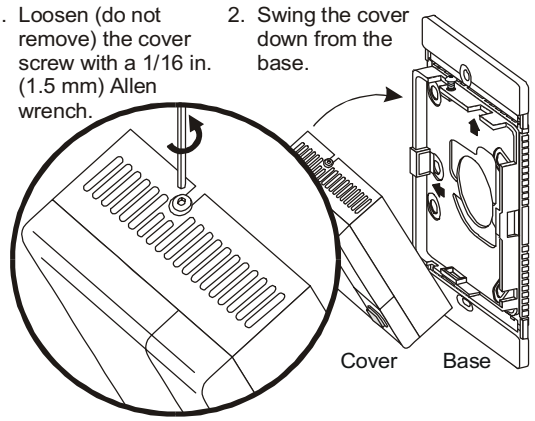

Figure 2: Removing the Cover from the Base
The HC-67x3 controller is shipped with one mounting base for both surface and wallbox mounting. To mount the HC-67x3, release the cover from the base as described in Figure 2.
Note: Once installed, the unit cannot be removed from the wall unless the cover screw is loosened as described in Figure 2.
9. Once installed, the HE-67xx cannot be removed from the wall unless the cover screw is loosened as described in Figure 2.